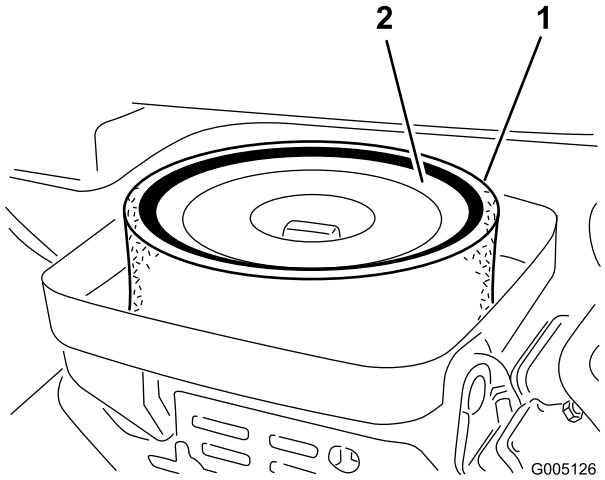

Figur 43
3. Hvis skumindsatsen er snavset, skal det fjernes fra papirindsatsen (Figur 43). Rengør det grundigt som følger: